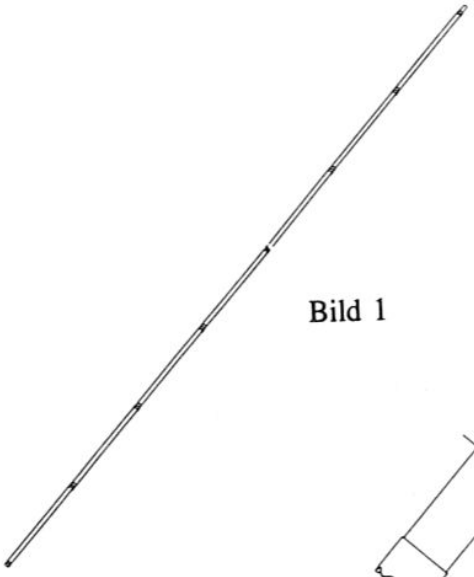

Bild 1
2. Sätt ihop de sju mastsektionerna, bild 1. Lägg ut masten på den valda resningsplatsen.